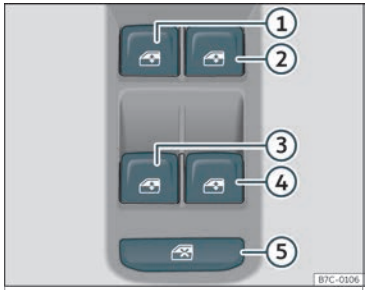

Abb. 82 Detail Fahrertür: Schalter für die Fenster.
Mit dem Sicherheitsschalter››› **Abb. 82** ⑤ in der Fahrertür können die Fensterheber-Tasten in den hinteren Türen außer Funktion gesetzt werden.